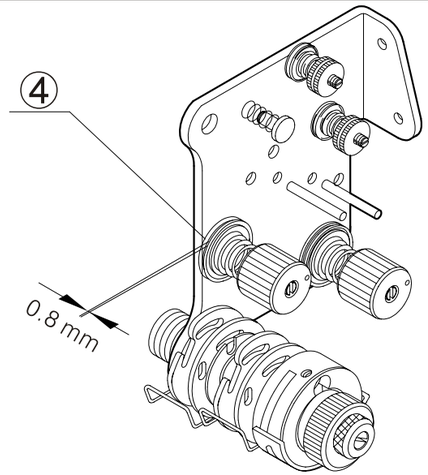

Fig. 17
(1) Por favor gire la rueda de la banda 2 del cabezal de la maquina mientras la válvula de rebordeado 1 es presionada.
(2) Cuando el rodillo de la barra suelta del hilo superior 2 alcance el punto mas alto de la parte sobresaliente de la leva rebordeante 3, la abrazadera de hilo 4 debe abrirse 0.8 mm.(Fig. 17)